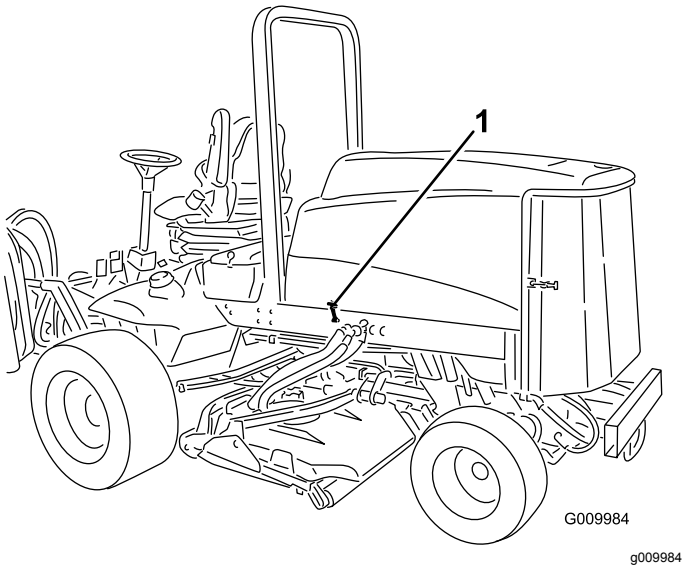

**Figur 42**
1. Frigör motorhuvsspärrarna (Figur 42) och öppna huven.